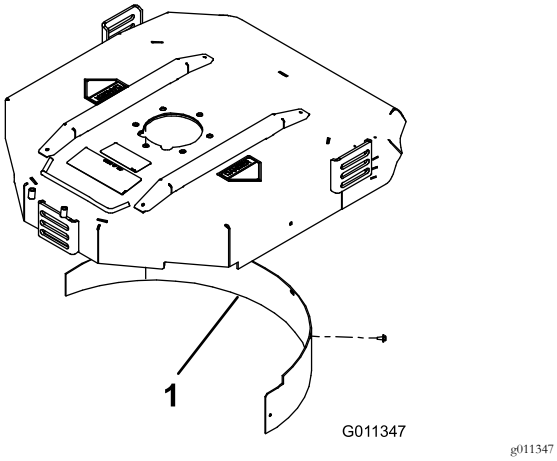

**Figura 10**
2. Montate il deflettore per mulching nell'apertura posteriore e fissatelo con 5 bulloni a testa flangiata (Figura 10).